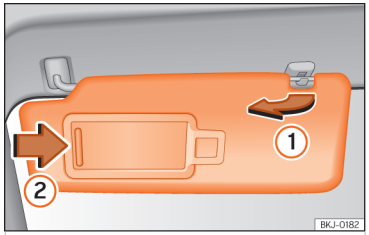

Abb. 77 Sonnenblende.
- Die Sonnenblende kann aus der Befestigung entnommen und zur Tür gedreht werden ››› (Abb. 77) ①.